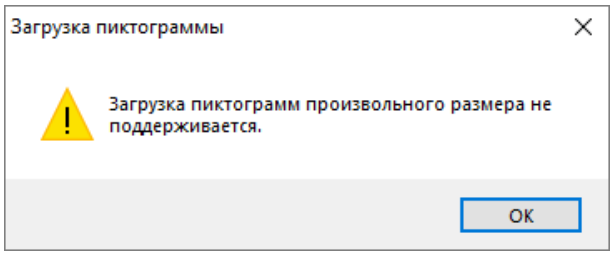

Рисунок 6-520 Системное предупреждение об отсутствии поддержки пиктограмм произвольного размера
- ***Загрузить*** (Ctrl+O) –если необходимо загрузить (в формате bmp) новое подготовленное пользователем изображение пиктограммы. При выборе этой команды откроется стандартное диалоговое окно выбора файла. Загружаемое изображение пиктограммы должно соответствовать по размерам системному изображению (размер изображения указан в окне «Редактирование пиктограммы»). При попытке загрузки изображения, отличающегося размерами от системного, откроется окно системного предупреждения об отсутствии поддержки пиктограмм произвольного размера (см. Рисунок 6-520);